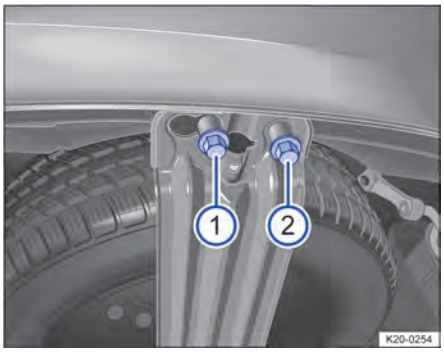

**Fig. 197** Debajo del vehículo: tornillo de seguridad ① y tornillo de fijación ② del soporte de la rueda de repuesto.
1. Con la llave de rueda de las herramientas de a bordo, afloje el tornillo de seguridad → fig. 197 ① hasta que gire libremente.
2. Desenrosque completamente el tornillo de fijación → fig. 197 ②.
6. Enrosque por completo el tornillo de fijación → fig. 197 ② con la llave de rueda.
7. Enrosque por completo el tornillo de seguridad → fig. 197 ① con la llave de rueda.